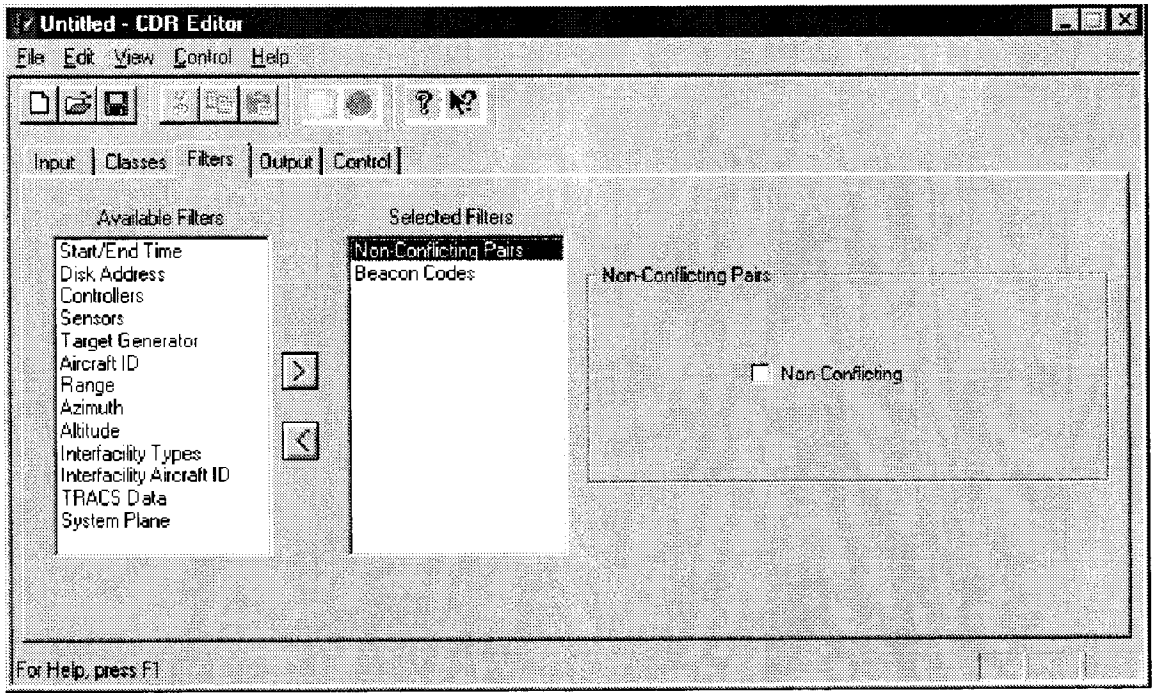

FIGURE 4-89. CDR NON-CONFLICTING PAIRS FILTER WINDOW
(i) Non-Conflicting Pairs filter (Figure 4-89). If selected, data pertaining to Conflict Alert (CA) conflicting pairs or non-conflicting pairs can be filtered for editing purposes.